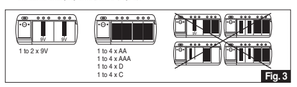

Fig. 3
2. Insert 1 to 4 pieces of AA/AAA/C/D batteries, or insert 1 to 2 pieces of 9V batteries in the charging channel(s) according to the polarity indications (+/-). Please follow the battery placement shown.(Fig 2) Do not mix batteries of different size or capacities in the same charging time period (Fig. 3).